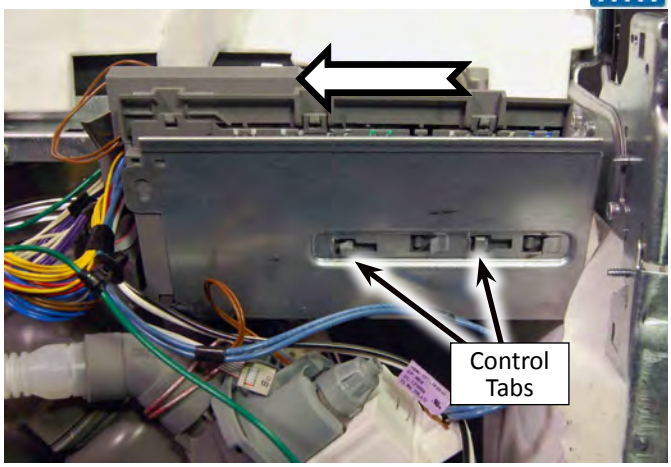

Figure 3
3. Slide electronic control to the left to disengage tabs from control bracket, (see Figure 3). Remove control assembly. **NOTE:** Terminal box removed to show control tab locations.